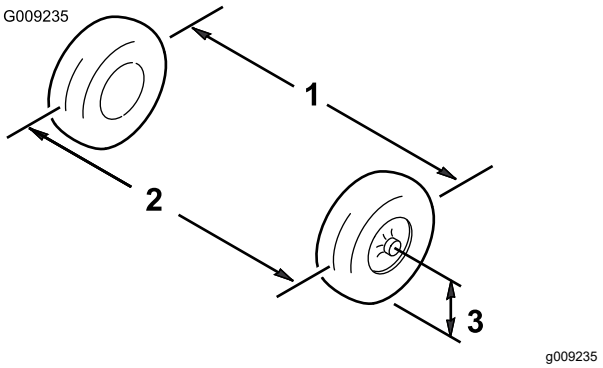

Figur 57
1. Mät avståndet mellan de båda framhjulen vid axelhöjd, både framtill och baktill på framhjulen (Figur 57).